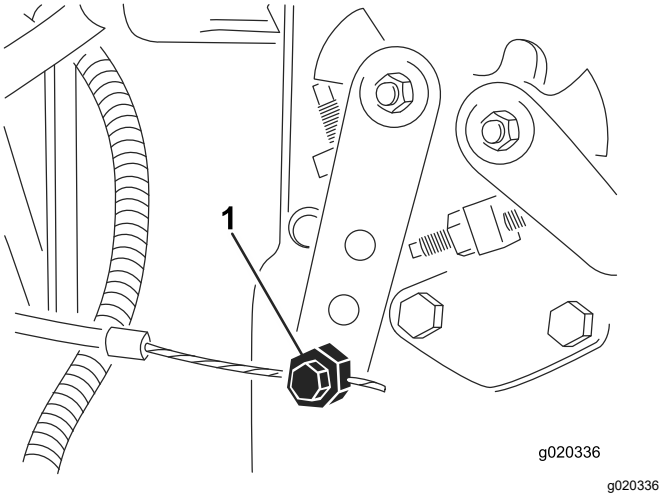

Figur 79
3. Lossa gasreglagekabelns kontaktdon på spaken vid insprutningspumpen (Figur 79).